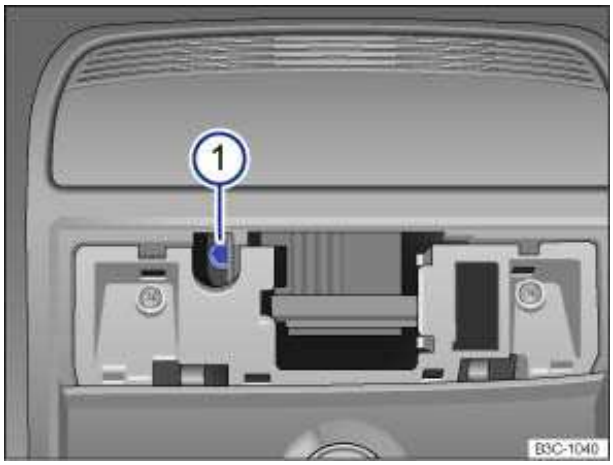

Fig. 154 Hexagonal head screw for closing the power sunroof.
2. Insert a commercially available 1/6 in. (4 mm) Allen wrench[8] into the hexagonal head screw ⇒ fig. 154 (1).